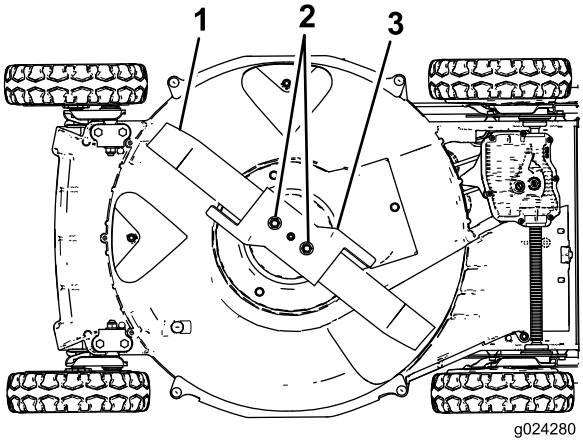

Figur 25
5. Tippa maskinen på dess **högra** sida (luftrenaren uppåt) enligt Figur 25.